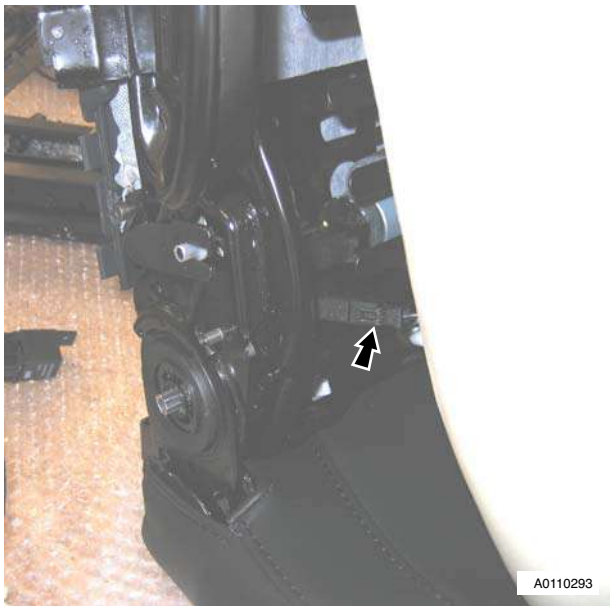

Figure 1
2. Disconnect heater multiplug and remove squab foam (see Figure 1).